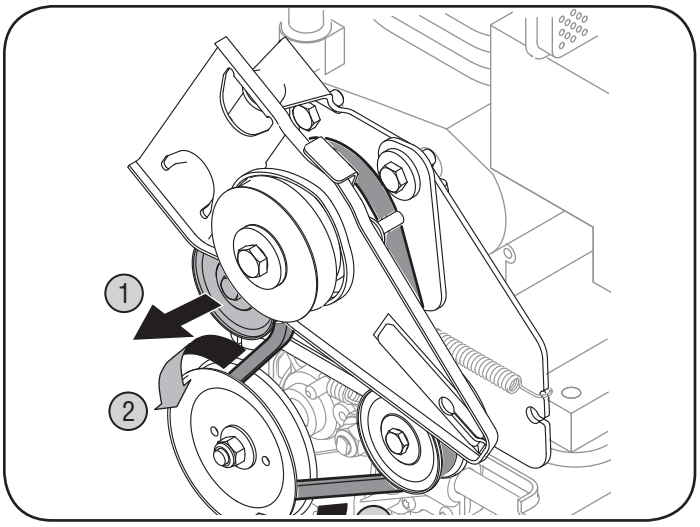

Figura 16
3. Estire hacia fuera la polea loca del lado derecho, reduciendo la tensión de la correa de la transmisión. Retire la correa de la transmisión de la polea loca y la polea de la transmisión. Vea la figura 16.